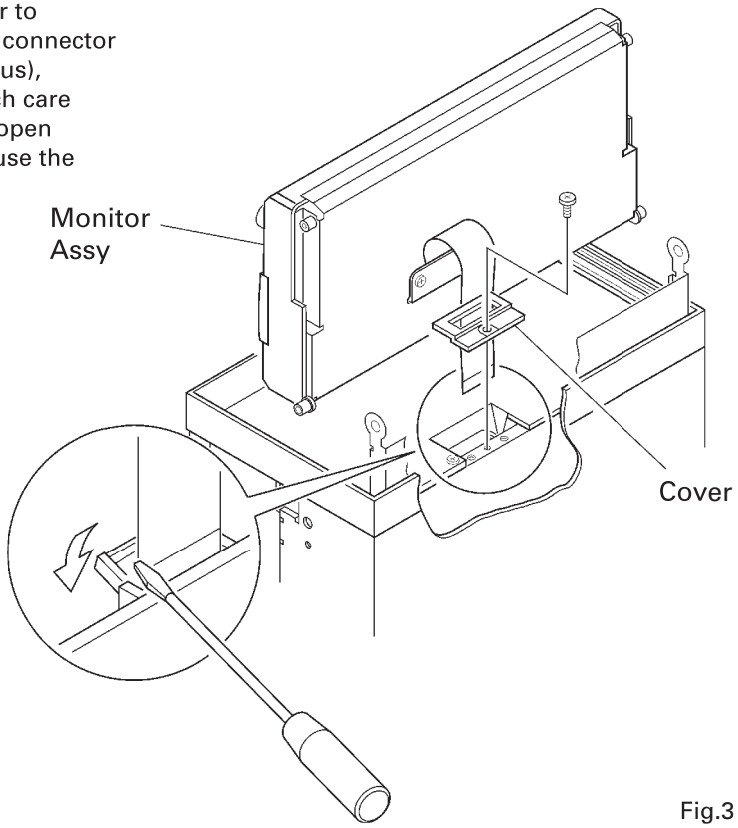

Fig.3
Do not pull the connecting flexible cable. (Fig.3)
(3) Remove the flexible cable from the connector to remove the Monitor Assy. Push the lid of the connector up with the top of precision screwdriver (minus), and then remove the flexible cable. Take much care not to pull the connector forcedly or break it open because it is easy to be damaged. And also, use the precision screwdriver in the same way in the installation. (Fig.3)